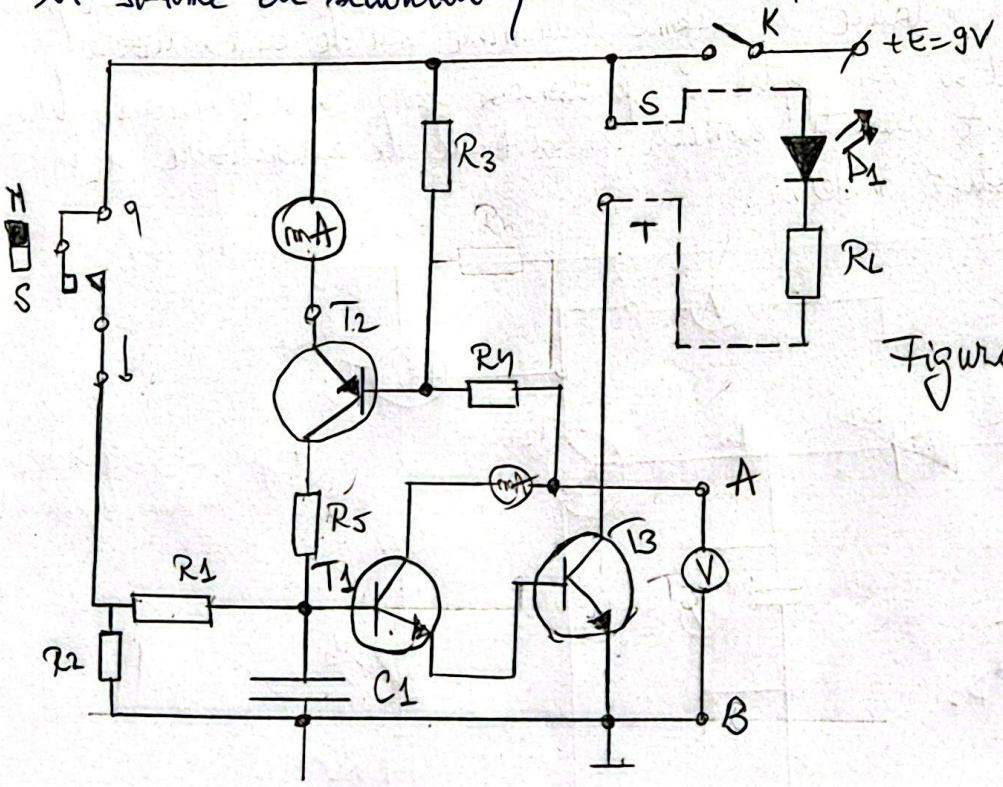

Figura 2.1 – traductor magnetic de proximitate
1) Se realizează circuitul din figura 2.1, pentru schema care asigură reținerea acționării contactului. Se reglează $E_a = +9V$ și se măsoară curentul de colector al tranzistorului T_1, și curentul de emitor al tranzistorului T_2 și căderea de tensiune dintre punctele A și B